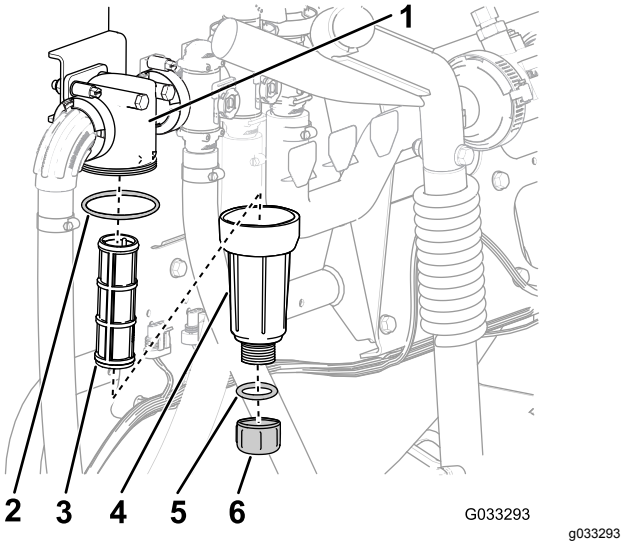

Figur 55
2. Plasser et tappefat under trykkfilteret (Figur 55).
3. Drei tappepluggen mot klokken, og ta fjern den fra bollen i trykkfilteret (Figur 55).
4. Drei bollen mot klokken, og fjern den fra filterhodet (Figur 55).
5. Fjern det gamle trykkfilterelementet (Figur 55).
6. Kontroller om det er skader eller slitasje på O-ringen på tappepluggen (den er inne i bollen) og O-ringen for bollen (inne i filterhodet) (Figur 55)
7. Monter det nye trykkfilterelementet i filterhodet (Figur 55).
8. Monter bollen på filterhodet og stram til for hånd (Figur 55).
9. Sett inn tappepluggen i bollen, og stram til for hånd (Figur 55).